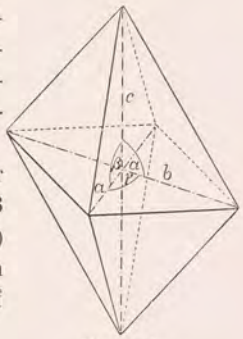

Fig. 56.
6. Das unsymmetrische oder trikline System (ohne S. E.) mit 3 ungleich langen (a, b, c), unter schiefen Winkeln sich schneidenden Achsen (Fig. 56).